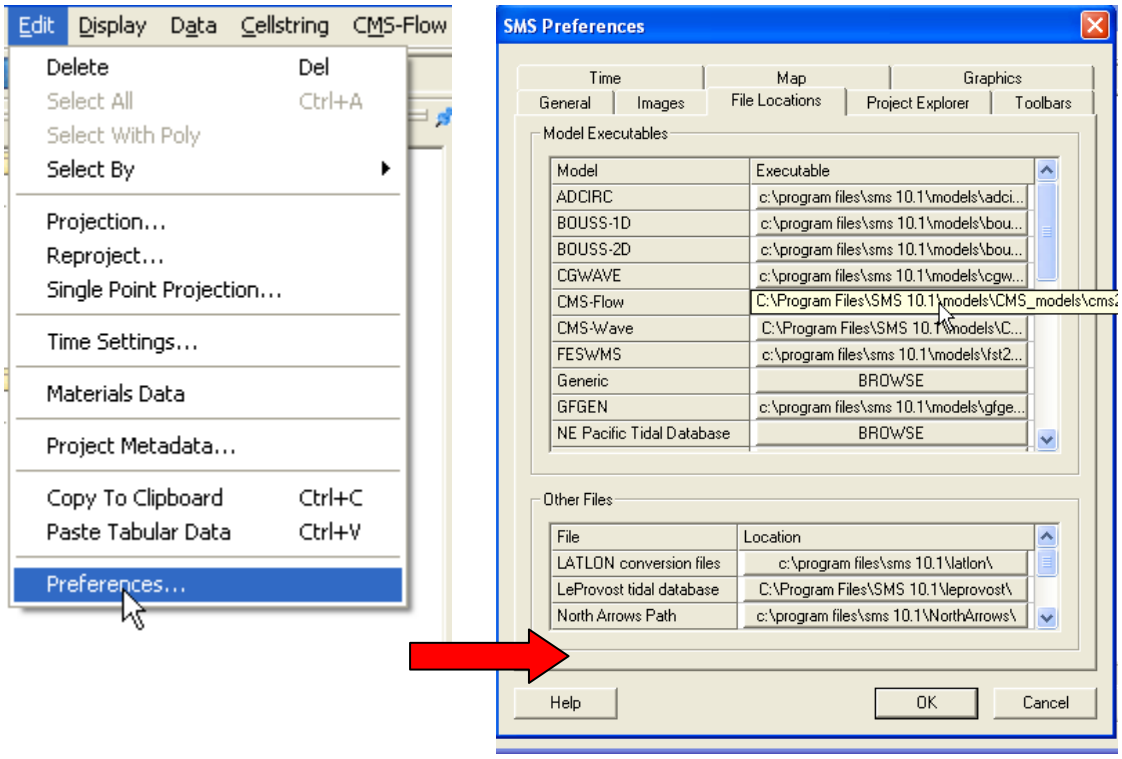

Figure 38. Changing the CMS-Flow model executable.
- Change the CMS-Flow executable to the inline code (see Figure 38).